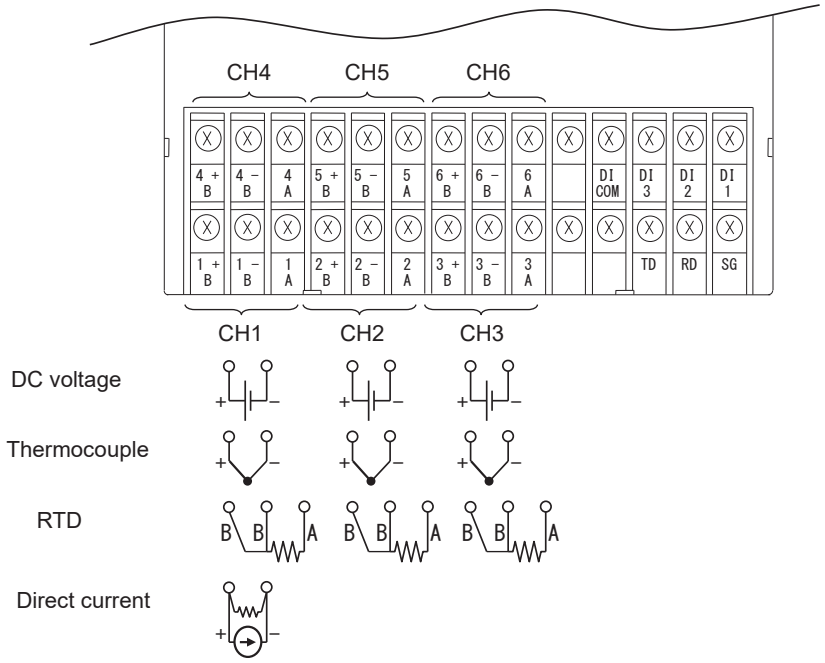

Fig. 4.2.1-1 Input Wiring for Each Channel
(1) Put your fingers on the left and right hooks of the transparent protective cover on the input terminal block. Pushing them in, pull the cover toward you.
(2) Wire the input lines, referring to Fig. 4.2.1-1, Fig. 4.2.1-2 and Fig. 4.2.1-3. (p.19)
(3) Attach transparent protective covers.